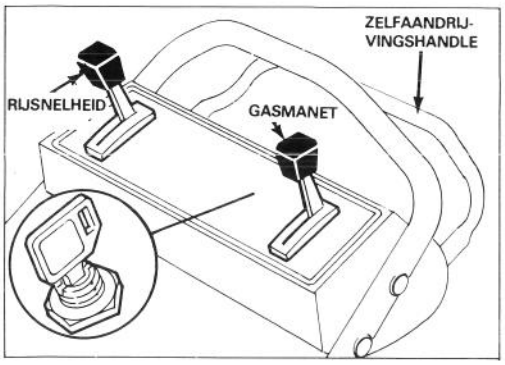

Afbeelding 10
1. BEDIENINGSSYSTEMEN – Contactsleutelregelaar (Key-Lectric Start Modellen), rijsnelheidskeuzeknop en zelfaandrijvingsknop bevinden zich op de bovenste handle (Afb. 10). Vingertopstarter bevindt zich op de motor.
2. Druk de hoogspanningsdraad op de bougie en stel de rijsnelheidskeuzeknop bij de zelfrijdende modellen af op "N" (Afb. 10).
4. KEY-LECTRIC STARTEN — Zet het gasmanet op CHOKE (Afb. 10). Draai de sleutel op START en laat los, wanneer de motor begint te draaien. Zet het gasmanet in de gewenste stand.
6. STOPPEN (Afb. 10)–Laat de bedieningsstang los om de aandrijving te stoppen. Zet de rijsnelheidsknop on "N" bij de zelfrijdende modellen. Zet de motor af, zet het gasmanet op AF. Verwijder de sleutel uit het contact of trek de draad uit de bougie, indien de maaier onbewaakt wordt achtergelaten of niet wordt gebruikt.